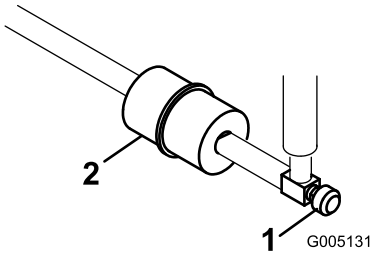

Figur 47
Det sitter ett inlinefilter i bränsleledningen mellan bränsletanken och förgasaren (Figur 47). Se till att pilen på filtret pekar bort från bränsletanken.
1. Stäng bränslekranen, lossa slangklämman på filtrets förgasarsida och ta bort bränsleledningen från filtret (Figur 47).
2. Sätt ett uppsamlingskärl under filtret, lossa den sista slangklämman och ta bort filtret (Figur 47).